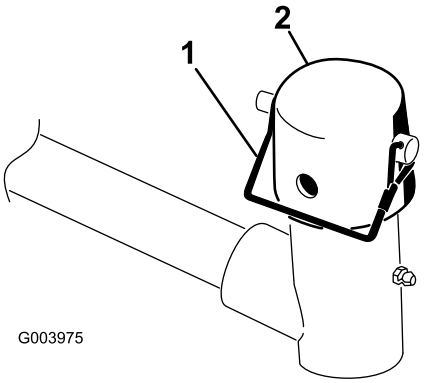

Figuur 10
7. Verwijder de borgpen en het kapje van het juk van het draaipunt van de hefarm (Figuur 10).
11. Zet het kapje en de as van het draagframe vast aan het juk van de hefarm met de borgpen. Gebruik de sleuf als een sturend maaidek is gewenst of de opening als het maaidek moet worden vastgezet in zijn stand (Figuur 10).